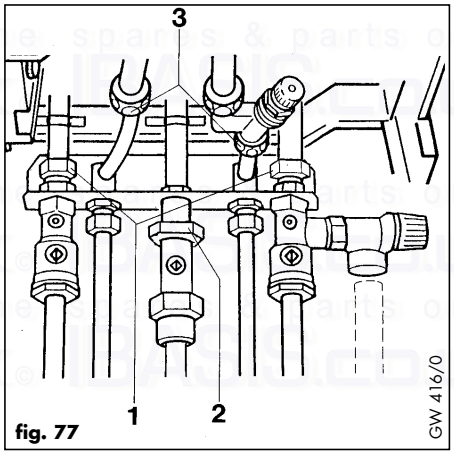

fig. 77
- Disconnect flow and return connections at compression connection above boiler CH service valves (1, fig. 77).
- Disconnect gas connection at compression joint on top of gas service valve (2, fig. 77).
- Disconnect domestic hot and cold water connections on the water section (3, fig. 77).